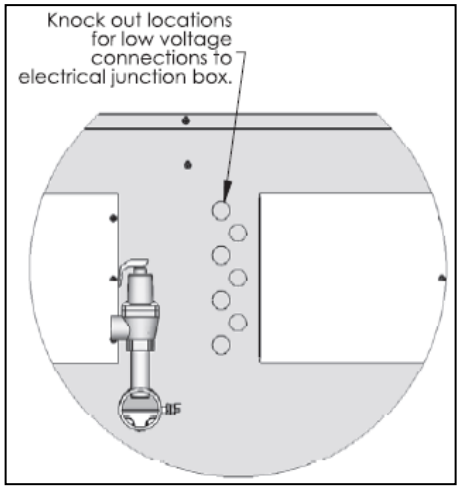

Figure 23
1. All low voltage cables should enter the electrical junction box through the provided knock out holes shown in Figure 23.